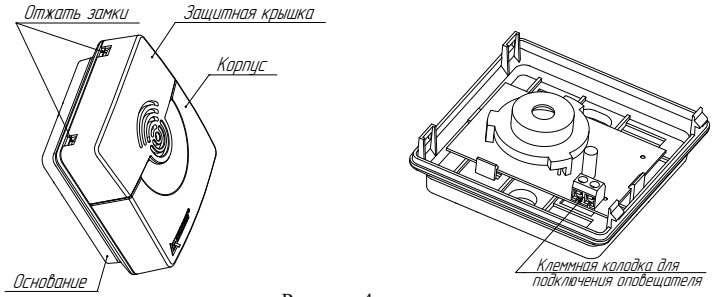

Рисунок 4
– отжать замки и аккуратно отсоединить корпус вместе с защитной крышкой от основания (рисунок 4);